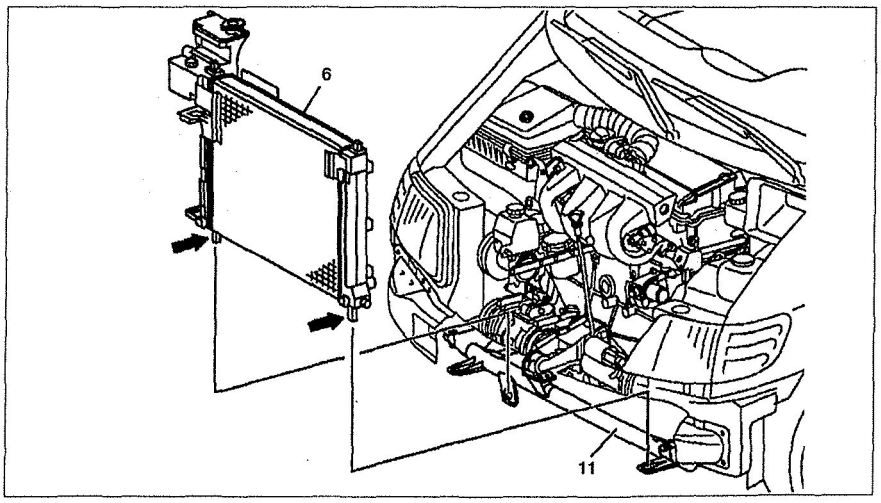

Рис. 2.101. Снятие радиатора:
13. Установка производится в порядке, обратном снятию. Вставьте радиатор **6** пальцами **(стрелки)** в отверстия **11** (см.рис.2.101).